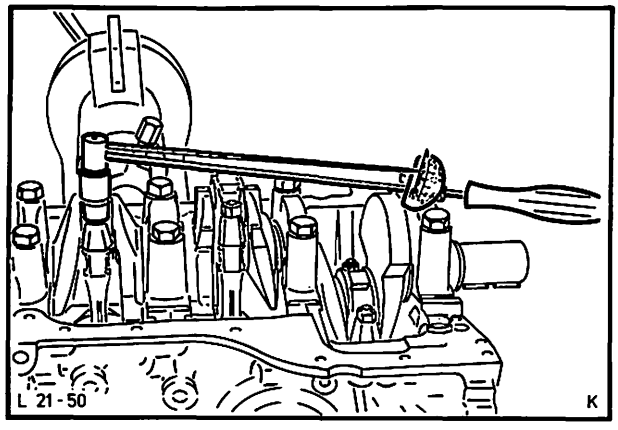

Abb. 65 Pleuelmuttern mit vorgeschriebenem Drehmoment festdrehen
44. Pleuel-Lagerdeckel komplett mit eingeölten Lagerschalen aufstecken. Pleuelmuttern mit vorgeschriebenem Drehmoment festdrehen, Abb. 65.